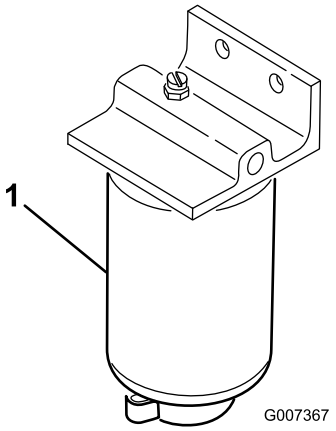

**Figur 28**
2. Plasser et tappefat under drivstoffilteret (Figur 28).
3. Åpne tappepluggen på bunnen av drivstoffilteret, og tapp eventuelt oppsamlet vann (Figur 28). Stram til pluggen etter tapping.